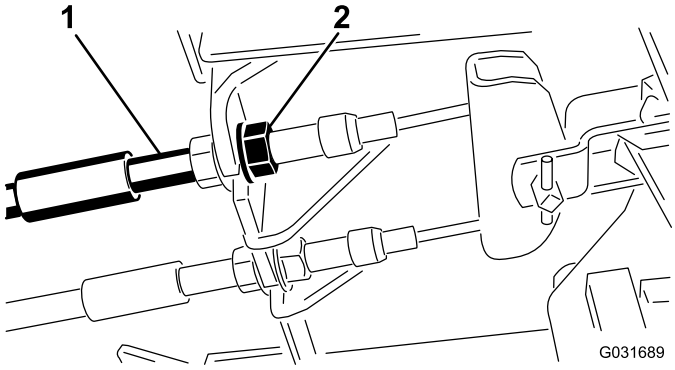

Figur 54
1. Hvis du vil redusere frigangen til bremsepedalene, strammer du bremsene ved å løsne den fremre mutteren på bremsekabelens gjengeende (Figur 54).